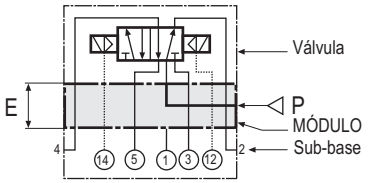

Fig. 2
- **Módulo de separação de pressão (Fig. 2)**